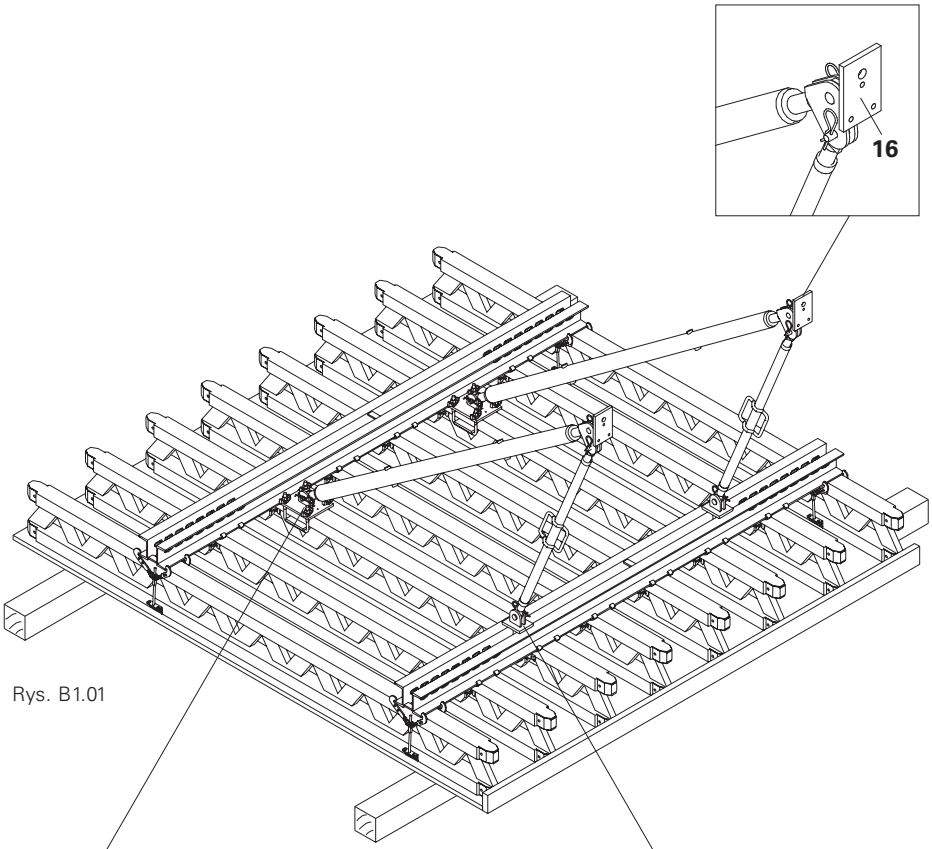

Rys. B1.01
Zastrzały i rozpory montowane są do dźwigara GT 24 za pomocą głowicy zastrzału 24 (14) lub do rygla SRZ/SRU za pomocą głowicy klinowej zastrzału (15). (Rys. B1.01)